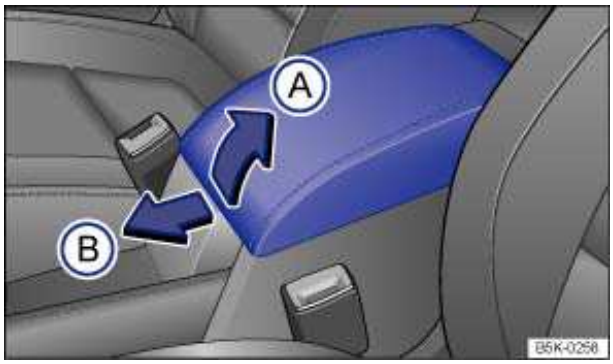

Fig. 45 Front center armrest.
To *raise* the center armrest, pull the armrest and latch upward in the direction of the arrow ⇒ fig. 45 (A).